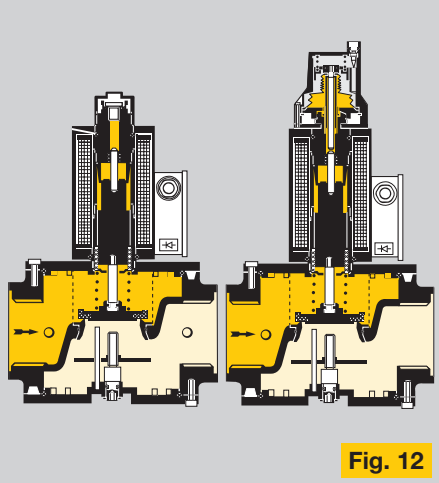

Fig. 12
**Regolazione della quantità di gas iniziale per VG..L** Fig. 12)
**Adjustment of gas release with VG..L** (Fig. 12)
**Ajuste del caudal de gas inicial para VG..L** (Fig. 12)